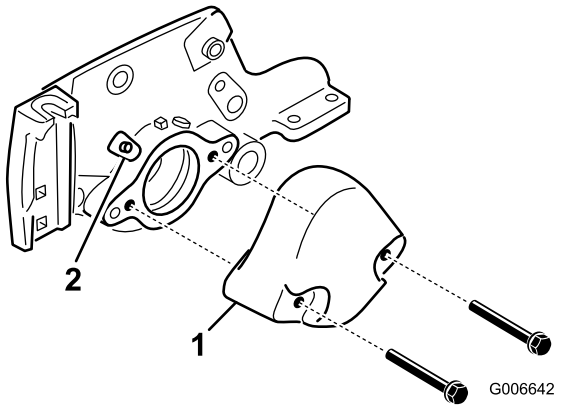

Figur 3
3. Ta bort de två bultar som fäster motvikten vid klippenhetens vänstra ände. Avlägsna motvikten (Figur 3).
4. Ta bort den raka smörjnippeln från lagerhuset och ersätt den med 45 gradersnippeln (Figur 3). Placera nippeln så att den pekar mot ovansidan av klippenheten.